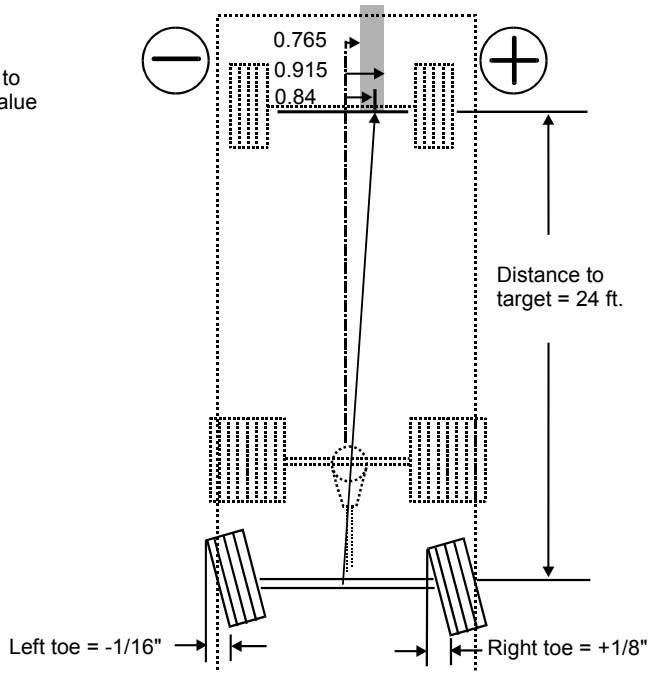

FIGURE 10: EXAMPLE CALCULATION 11014
5. Align off-tracking of the tag within tolerances (Fig. 10).